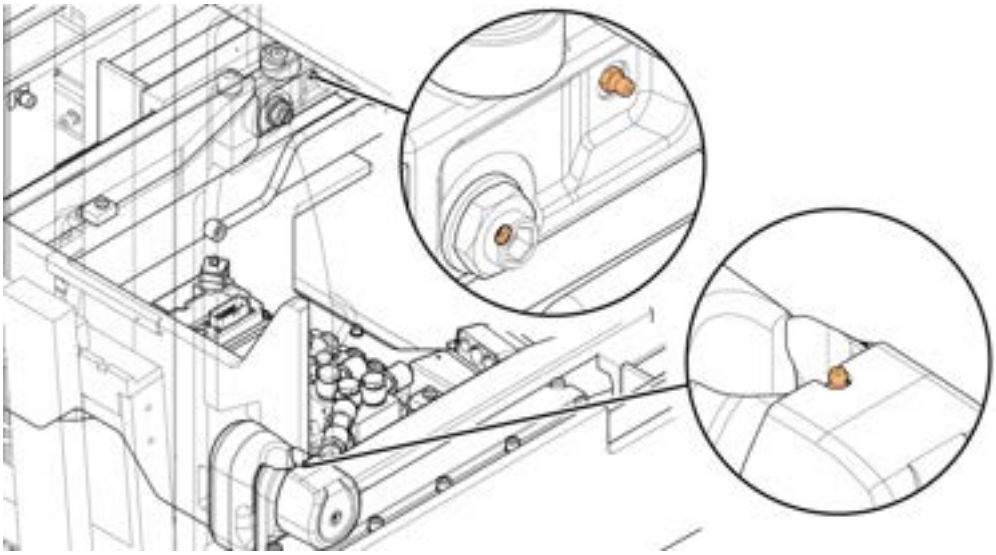
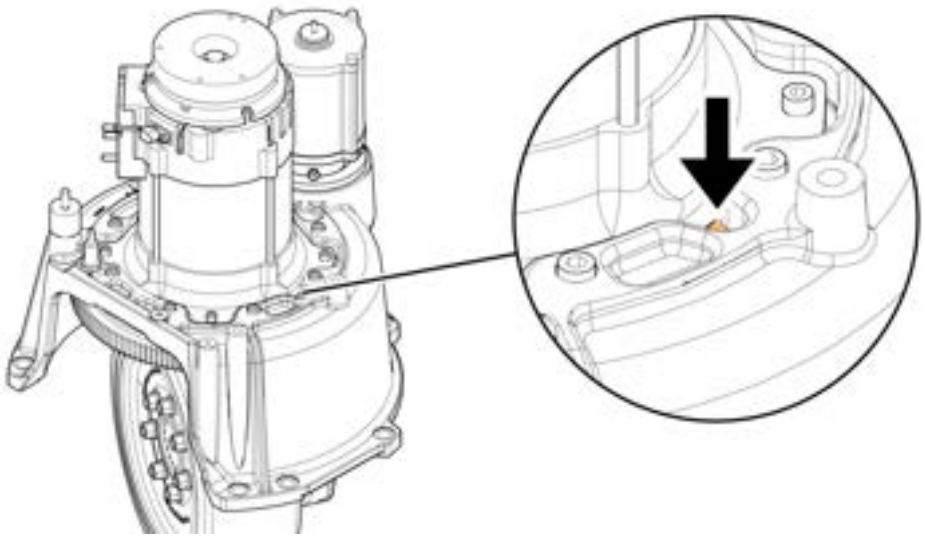

Abbildung 55. Schmierstellen des Schubmastträgers
Abbildung 56. Schmierstelle des Schwenklagers
- Schmieren Sie den Schubmastträger und das Schwenklager ein Mal im Monat ab. Die richtigen Schmierstellen gehen aus Abbildung 55 und Abbildung 56 hervor: